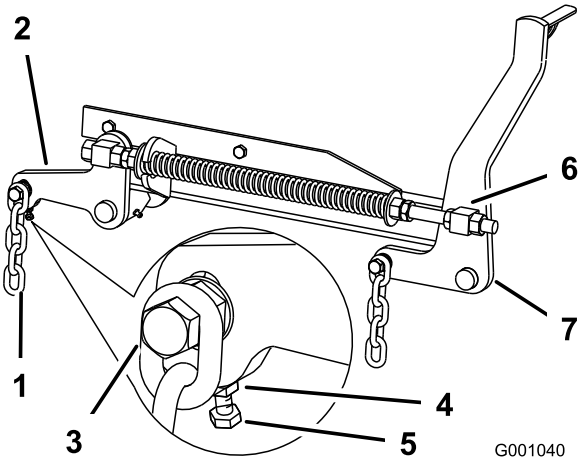

Figur 84
7. Hvis målingerne ved position **B** eller **C** ikke er korrekte, skal du løsne bolten, som fastholder bagkæden til den bageste støttearm (Figur 84).
7. Løsn de forreste drejeleds kontramøtrikker ved forenden af højre og venstre drejeled, ca. 13 mm (Figur 84).
8. Juster løftemøtrikkerne på maskinens venstre og højre side for at få en måling, der er 6 til 10 mm lavere forrest ved **A** end bagest ved **B** (Figur 84).